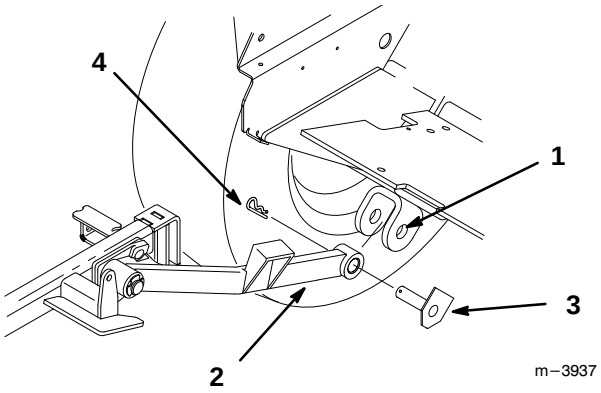

Figure 13
8. Lower carrier frame and remove hairpin cotters and pivot pin assemblies securing push arms to traction unit clevises (Fig. 13).